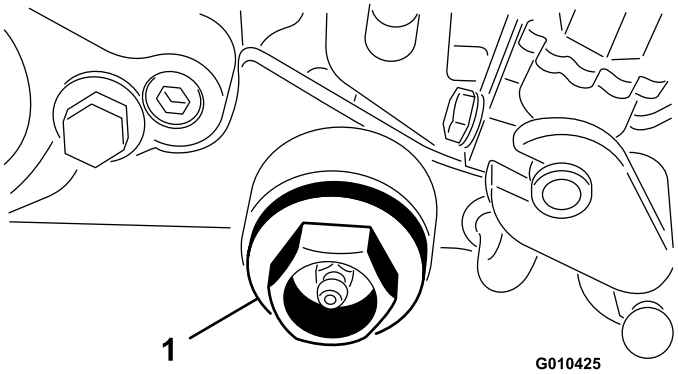

Figura 36
10. Remova o tampão na caixa do rastelo (Figura 36).